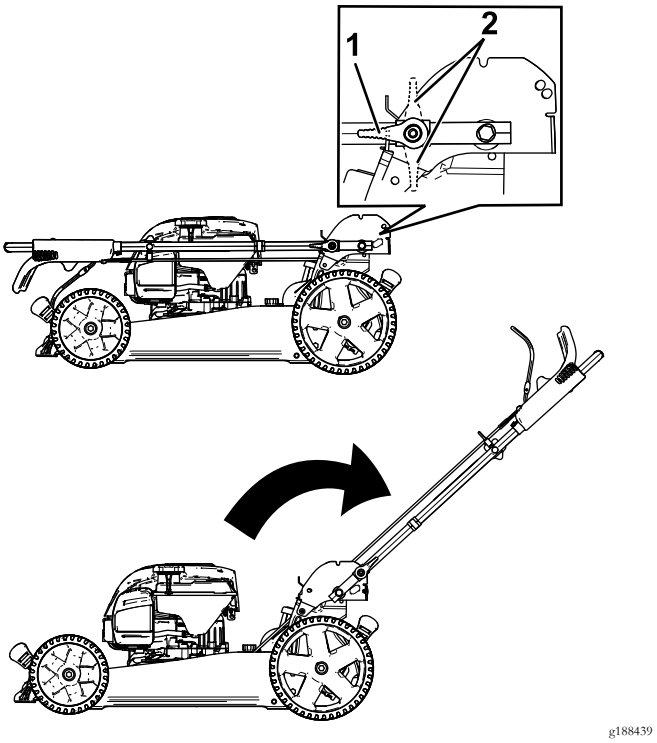

Figur 3
1. Udkobl håndtagslåsene (Figur 3).
2. Flyt håndtaget bagud i betjeningspositionen (Figur 3).